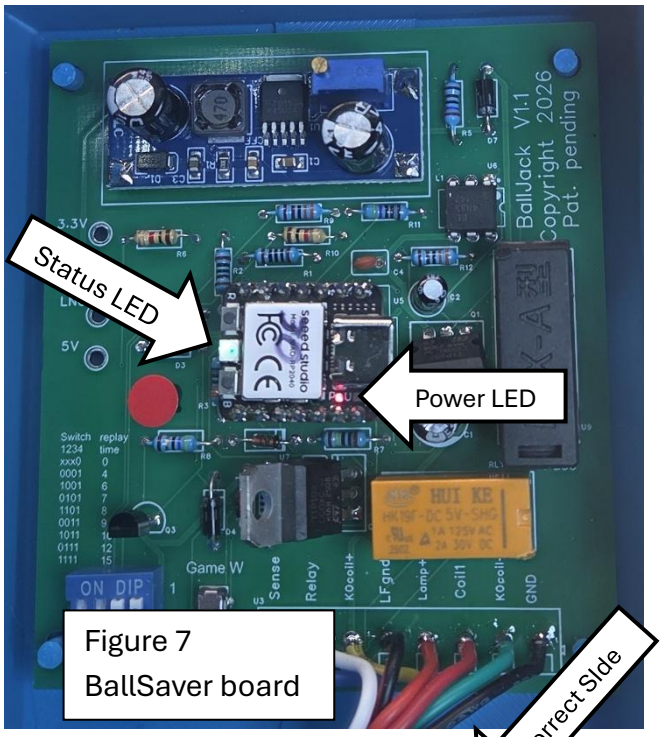

Figure 7
2.5 Watch the Status LED light on the BallSaver. See Figure 7. It will start out to be white and then change to either red or green. Ignore the smaller red power LED. If the blue wire clip is on the correct side of the switch, you should see a blinking green Status LED. If you see a blinking red LED, move the blue clip to the other side of the drain switch (to A or B). If neither side indicate a with a green LED, skip to Option two below. Only one side of the drain switch for a Williams or Gottlieb game should yield a blinking green LED. If both sides yield a green LED, make certain that the blue write clip is properly electrically connected to the drain switch solder tabs. If this does not fix the problem, skip to Option two below.